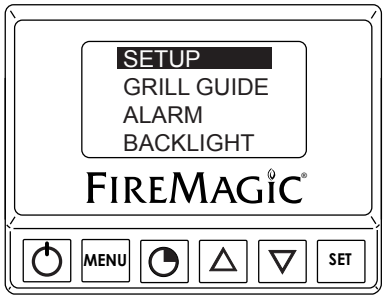

**Fig. 15-4** Menu screen
**Press the power button to turn the thermometer ON.** The default screen will be displayed. Press the **MENU** button to display its screen. Press the up/down arrow to scroll through the options (see Fig. 15-4).